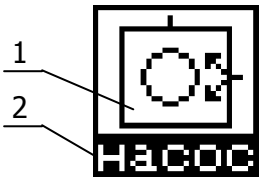

Рисунок 21 — Состояние насоса
2.14.4 Состояние вакуумного насоса (рисунок 21). Нажатие кнопки под пиктограммой 2 **НАСОС** приводит к включению/выключению вакуумного насоса. Если насос включен, то его условное графическое изображение 1 отображается сплошными линиями, если выключен — пунктирными.